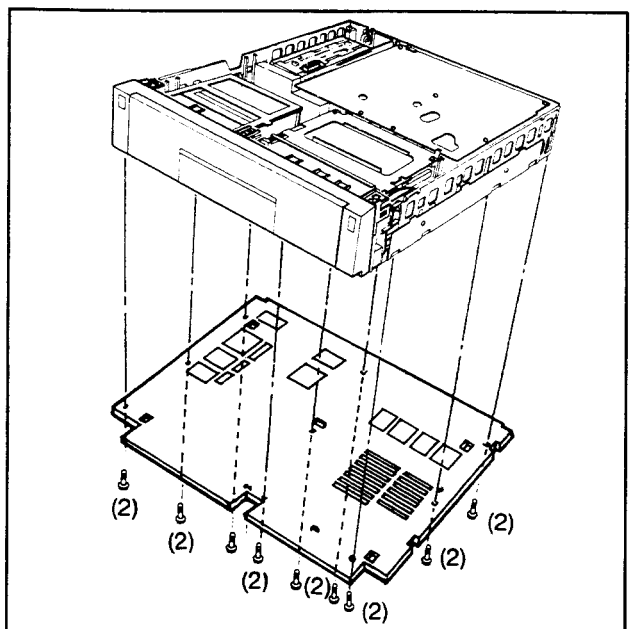

Fig. 2-2
A. Remove the Bottom Cover. (Fig. 2-2)
B. Release 2 screws (5).
C. Remove the Power C.B.A in the direction of arrow (B).